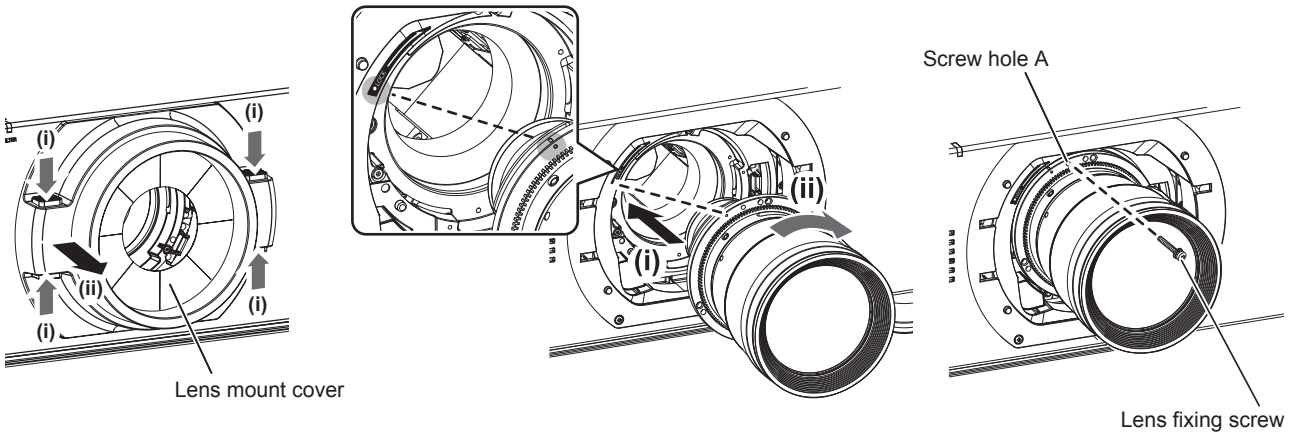

Fig. 1 Fig. 2 Fig. 3
1) **Remove the lens mount cover. (Fig. 1)**